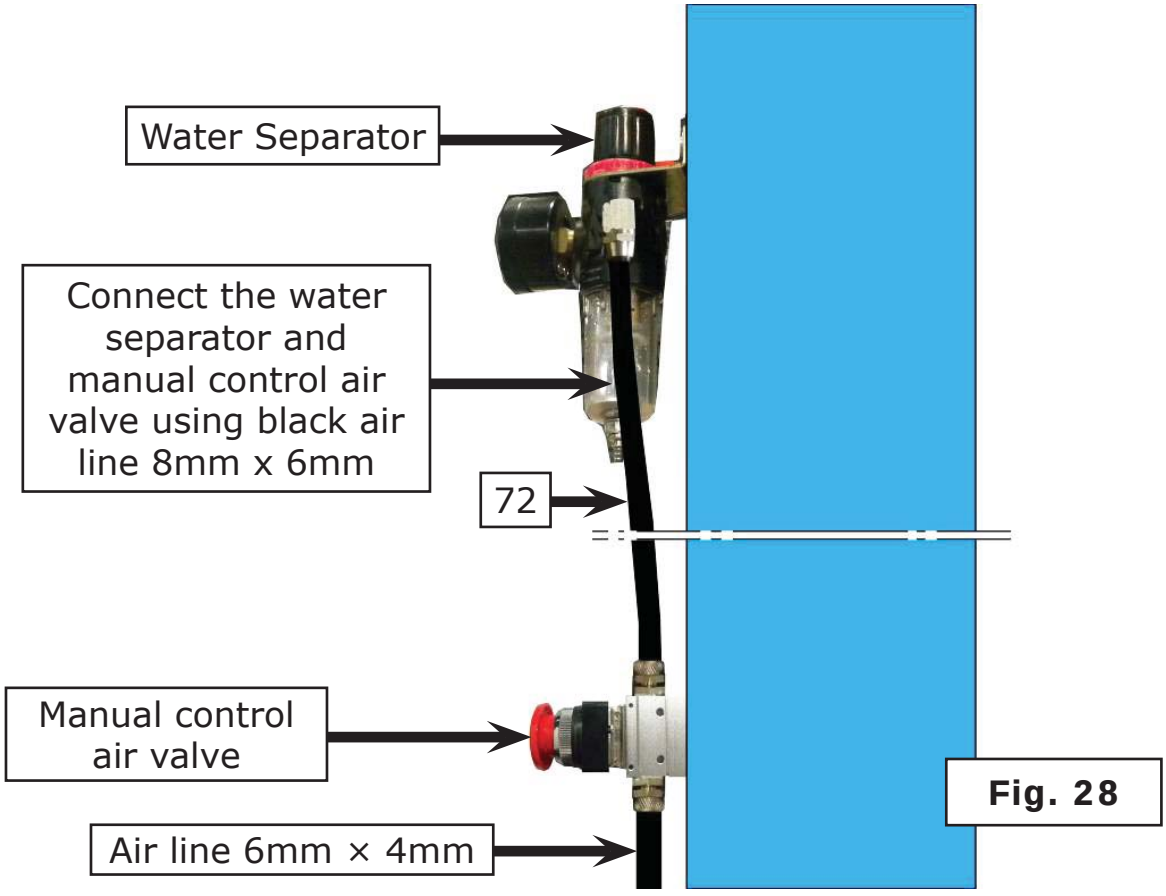

Fig. 28
4. Connect the water separator and manual control air valve using air line 8mm×6mm **(See Fig. 28)**.